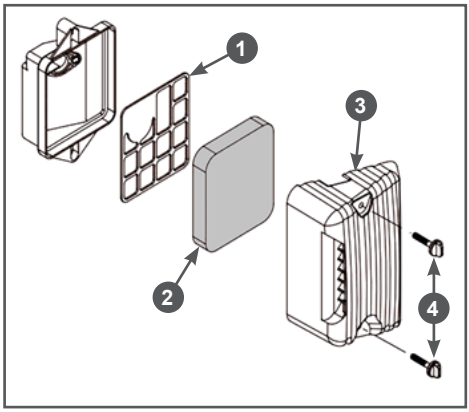

Рис. 9 Обслуживание воздушного фильтра G100HK
1. Открутите винты крепления крышки воздушного фильтра (Рис. 9 п. 4) и снимите крышку воздушного фильтра (Рис. 9 п. 3).
2. Извлеките из корпуса поролоновый фильтрующий элемент (Рис. 9 п. 2) и сепаратор воздушного фильтра (Рис. 9 п. 1).